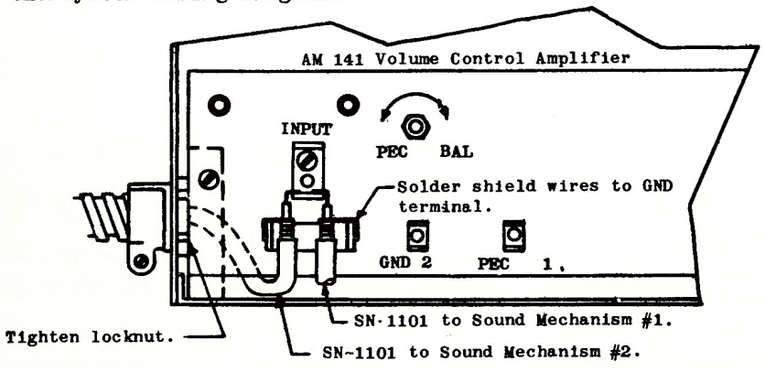

FIGURE 4
D. Install and connect in the volume control amplifier per Figure 4 and the system wiring diagram.